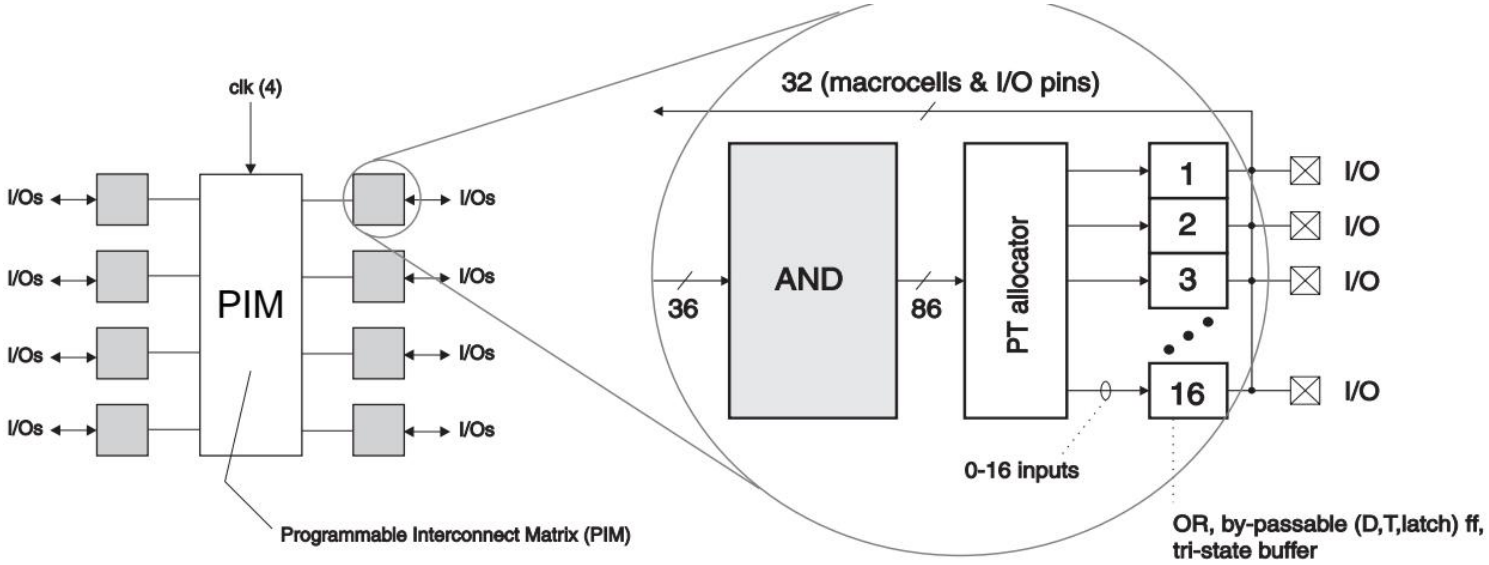

图 9: *Cypress FLASH370 CPLD* 架构图.
- 如图 9 所示，FLASH370 具有典型的 CPLD 架构: